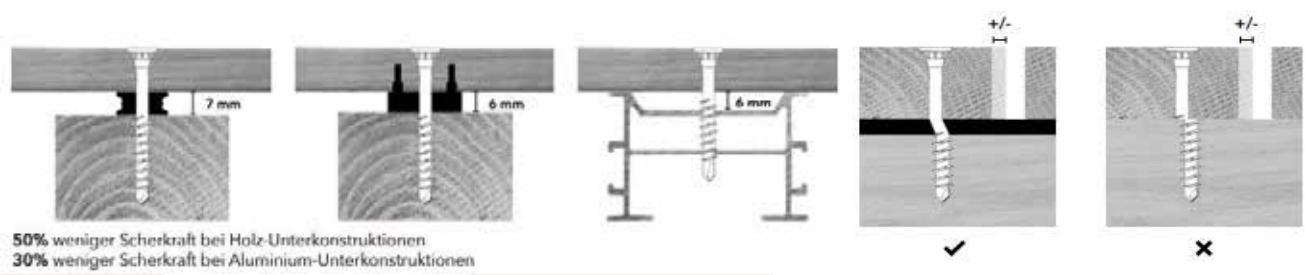

Bild 12: Konstruktiver Holzschutz und Abscherkräfte bei Schrauben Quelle: Fixinggroup
- Durch den Abstand zwischen Diele und UK wird das Abscheren von Schrauben vermieden (siehe Bild 12)